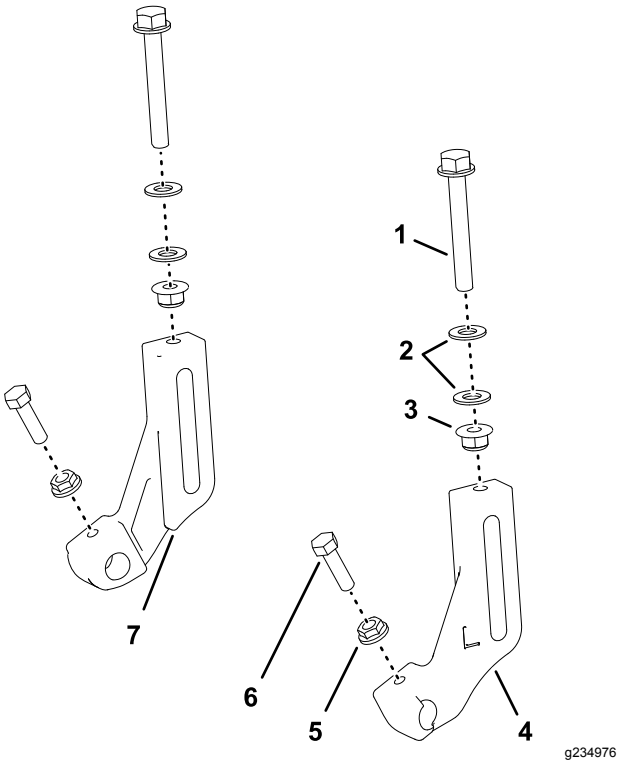

Рисунок 5
1. Установите 2 винта регулировки высоты скашивания (3/8 x 2¾ дюйма), 4 шайбы (5/16 дюйма) и 2 фланцевые контргайки (3/8 дюйма); см. Рисунок 5.
2. Заверните, не затягивая, винт регулировки высоты скашивания в левый и правый кронштейны большой высоты скашивания (Рисунок 5).
3. Установите, не затягивая, болт (5/16 x 1-1/8 дюйма) и рифленую фланцевую гайку (5/16 дюйма) на каждую опору валика кронштейнов большой высоты скашивания (Рисунок 5).